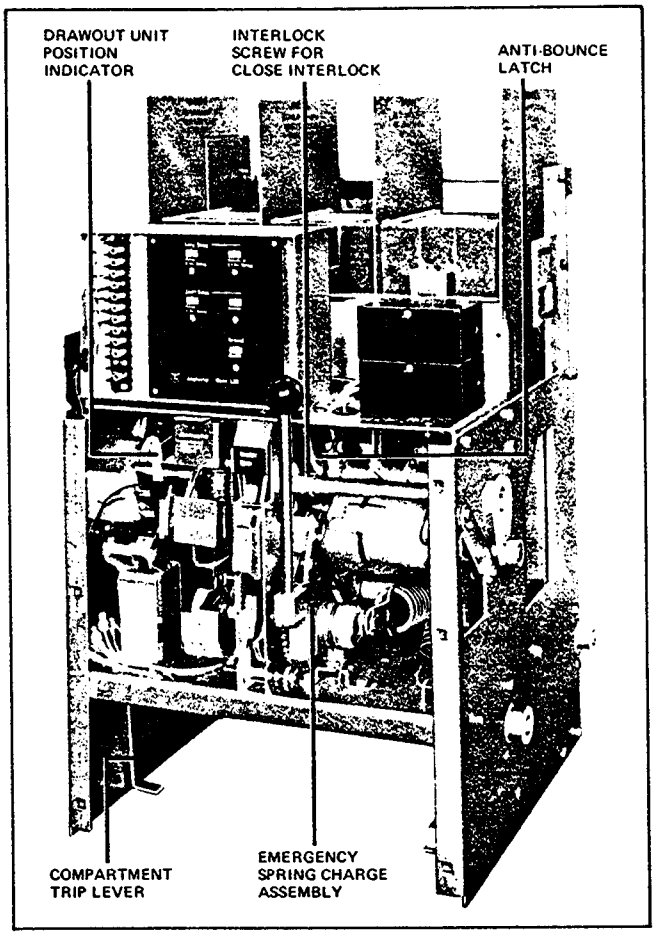

Fig. 25 *DS-632 Breaker with Front Panel Removed (391063)*
4. By action of the trip plate on the front of the breaker compartment door (providing the breaker is in the connected position.) A flap on the breaker compartment hinged door, operating through a sliding link and lever fastened to the cradle move the compartment trip lever extending from the bottom of the drawout unit. Refer to Figures 25 and 26.